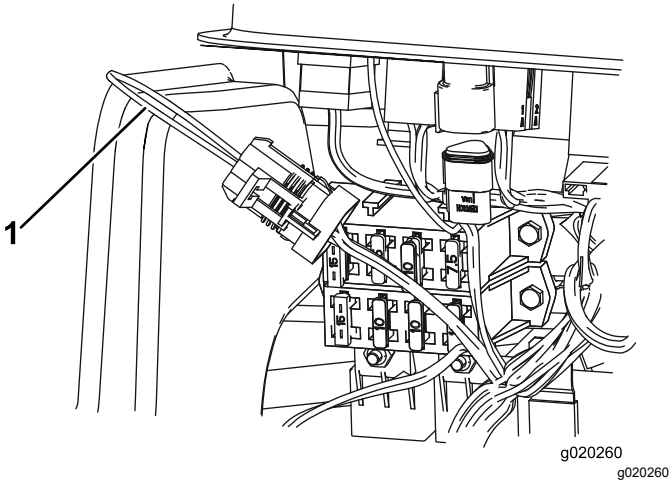

Figur 37
3. Lokalisera kablaget och loopbackanslutningen (Figur 37).